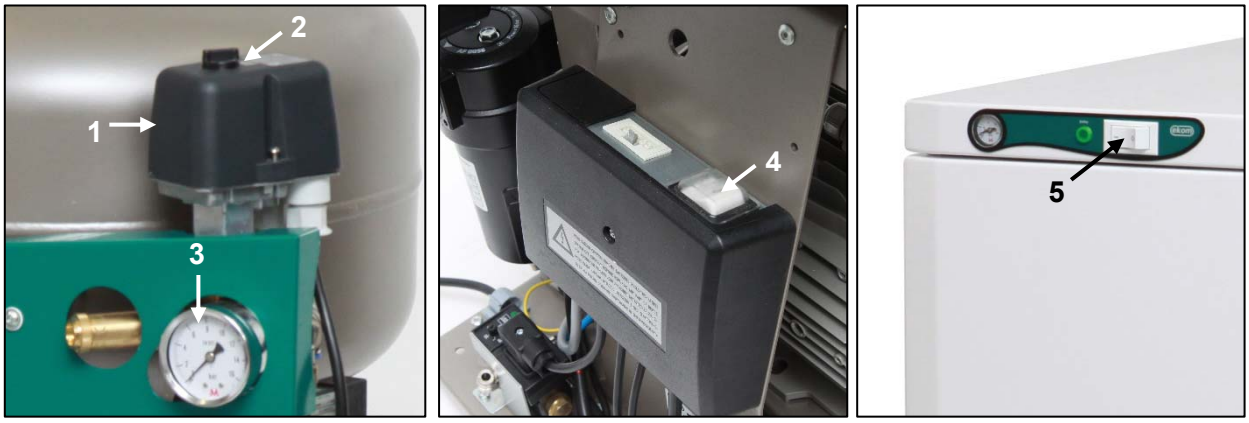

Fig.13
- Check the position of the breaker switch to ensure it is in the "I" position. Turn the switch (4) to the "I" position if found in the "0" position. (Fig. 13)
- For cabinet mounted compressors, turn the switch (9) on the front side of the cabinet to the "I" position; a green indicator indicates the device is in operation. (Fig. 13)
(Fig. 13)
(Fig.13)